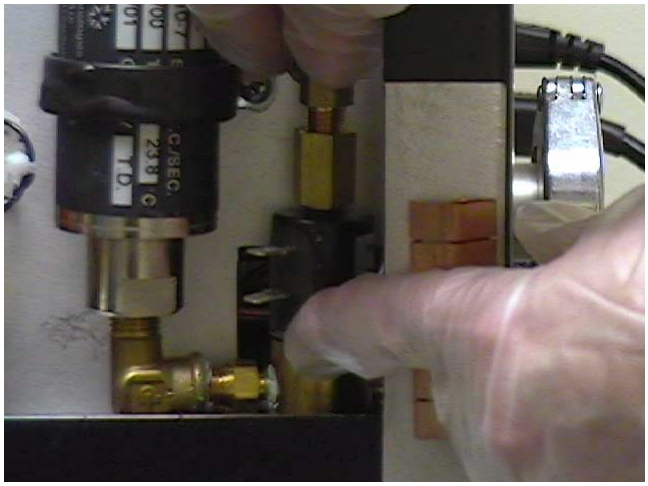

Figure 4-20 Positioning Valve Stem onto Coil and Plunger Assembly
7. Place the valve stem onto the post on the top of the coil (Figure 4-20) and tighten it until the valve stem is snug.